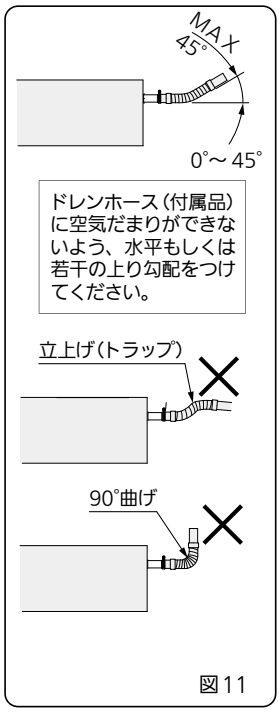

図11
- 付属のドレンホースは90°曲げで使用しないでください。（最大 45°）（図11）